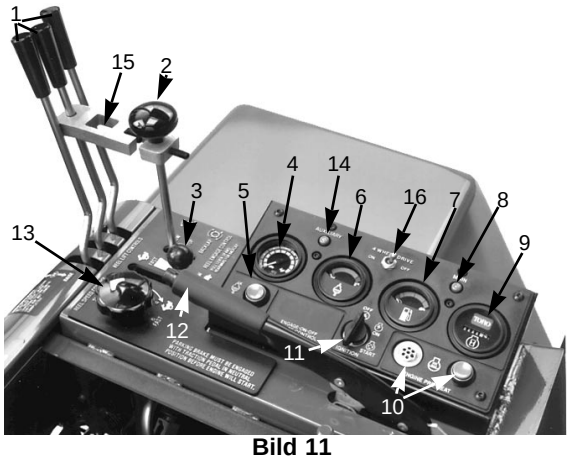

**Bild 11**
**1.** Auf dem Fahrersitz Platz nehmen und den Fuß vom Fahrpedal fernhalten. Sicherstellen, daß die Feststellbremse aktiviert ist (Bild 11). Das Fahrpedal und der Mähen-/Schärfenhebel müssen beide auf Neutral sein.
**2.** Wenn die Motor- oder Lufttemperatur unter 7–10° C ist, die Glühkerzentaste drücken und nach unten halten, bis die Glühkerzenanzeige hell aufleuchtet (Bild 11). Dann den Schalter loslassen und den Motor laut Schritt 3 anlassen.
**3.** Den Gashebel auf LANGSAM stellen und den Zündschlüssel auf START drehen (Bild 11). Sobald der Motor anspringt ist der Zündschlüssel wieder loszulassen.